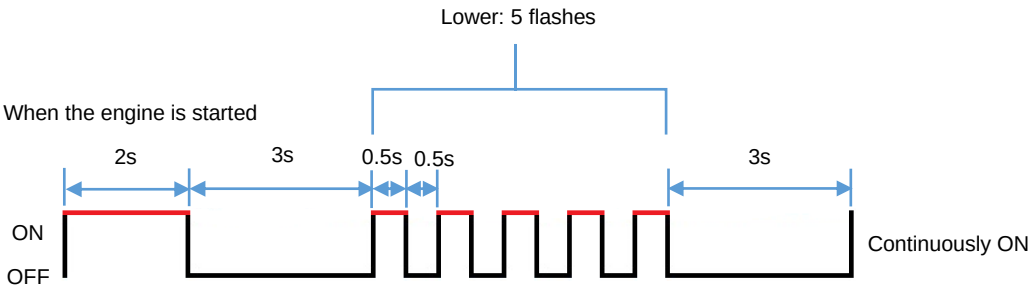

Figure 23: Accelerator Sensor Failure
- If an accelerator sensor failure is detected when the engine is started, the failure indicator light will flash in a pattern of five (equal flashes) as shown in **(Figure 23)**